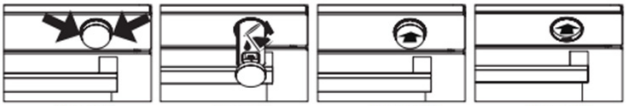

Figura 8 Figura 9 Figura 10 Figura 11
1. Rimuovere il contenitore dell'acqua estraendolo nei punti indicati dalla freccia. Riempire il contenitore dell'acqua (vedi figura 8) e farlo scorrere in direzione della freccia fino alla posizione iniziale per metterlo in posizione (vedi figura 9). (vedere figura 10) Dopo 10 minuti di preriscaldamento, far scorrere il contenitore dell'acqua in direzione della freccia fino a sentire un "clic". (vedere figura 11).